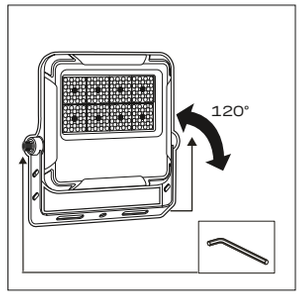
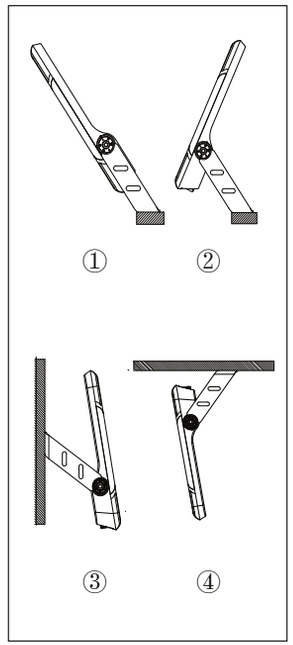

Рис. 2
Рис. 5
5.12 Закрепить осветительный прибор на устанавливаемой поверхности, ослабить боковые винты с помощью шестигранника, отрегулировать угол наклона осветительного прибора (рис. 5), после чего надежно затянуть боковые винты (рис. 2).